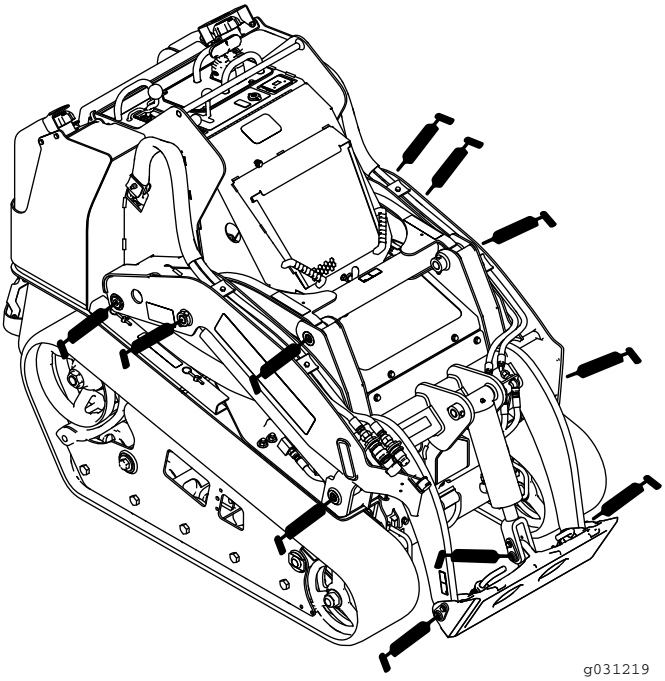
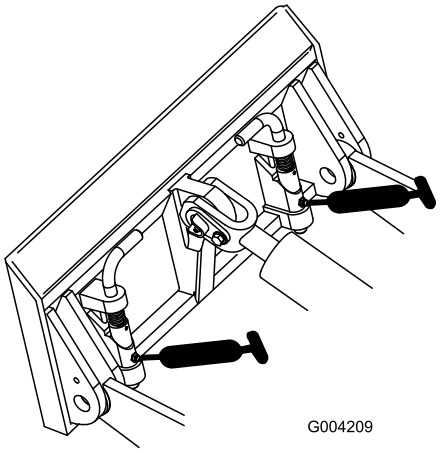
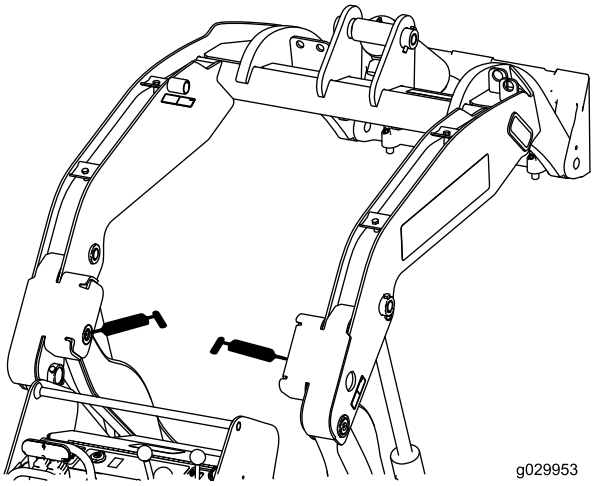

Rysunek 41
Rysunek 42
Rysunek 43
3. Podłącz smarownicę do każdej ze smarowniczek (Rysunek 41, Rysunek 42 i Rysunek 43).
Informacja: Przed wtłoczeniem smaru w smarowniczki pokazane na Rysunek 43 unieś ramiona ładowarki.